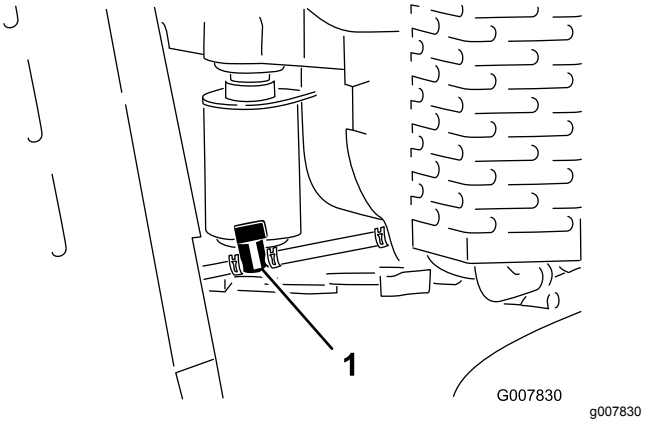

Figur 38
3. Vrid bränslekranen till det stängda läget (Figur 38).
4. Kläm ihop slangklämmans ändar på motorsidan av kranen och flytta den längs bränsleslangen, bort från ventilen (Figur 38).
5. Dra av bränsleslangen från ventilen (Figur 38).
7. Vrid bränslekranen till det öppna läget (Figur 38).